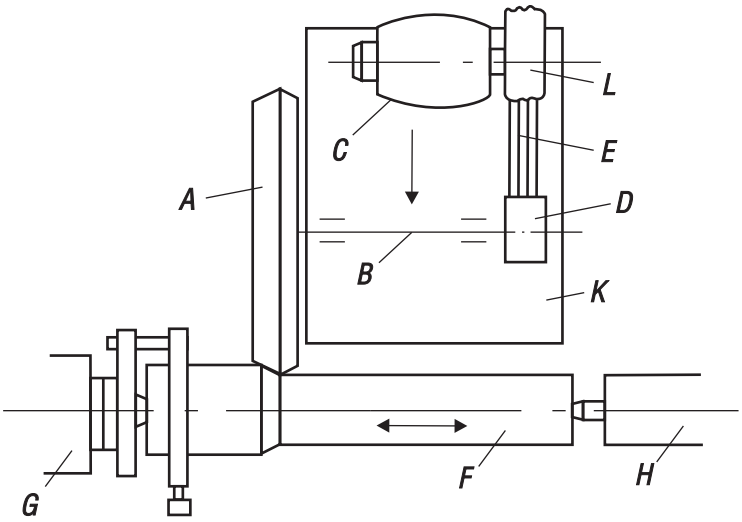

Рис. 2. Вариант реализации авт.свид.61401
- пружины с наклонными кромками по наружному и внутреннему диаметру и опорными плоскостями *(рис. 2)* при толщине пружины более 1,0 мм;
Рис. 2. Тарельчатые пружины с наклонными кромками по наружному и внутреннему диаметру и опорными плоскостями (D_1 — наружный диаметр пружины; D_2 — внутренний диаметр пружины; t' — толщина пружины с опорной плоскостью; S_3 — максимальная деформация; L_0 — максимальная высота пружины)
В качестве прототипа был принят известный в то время способ разрезания заготовок диском трения. Один из вариантов реализации а.с.61401 приведён на рис. 2.
Вариант на рис.2 по кинематике соответствует наружному круглому шлифованию с двумя отличиями: